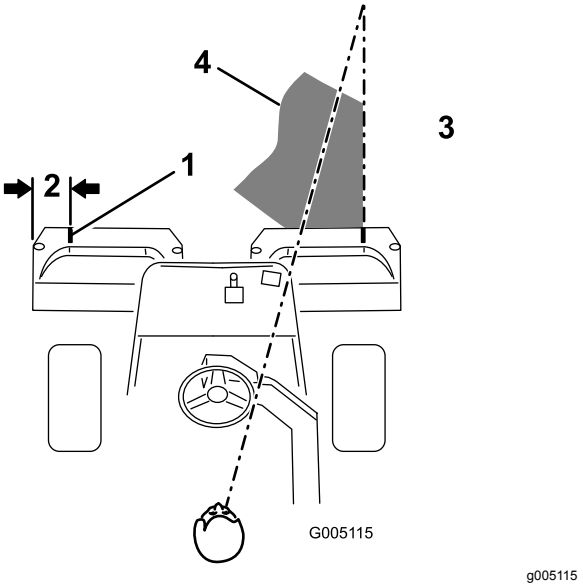

Figur 12
2. Placera en bit vit tejp eller måla en linje på varje korg parallellt med korgens ytterkant (Figur 12).